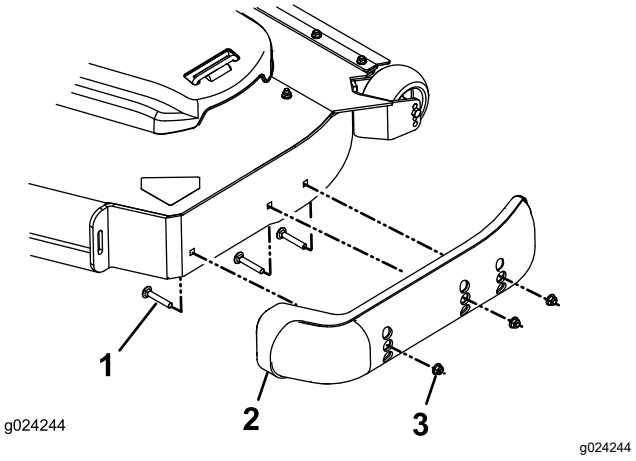

**Figur 35**
3. Afmonter bræddeboltene og møtrikkerne på hver glider (Figur 35).